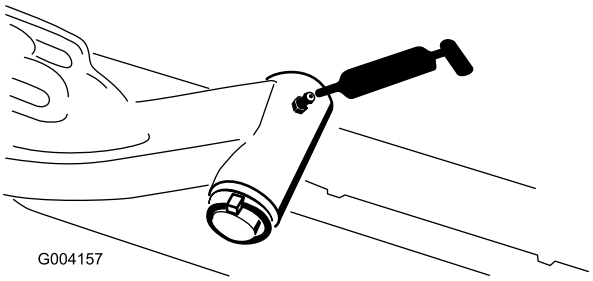

Figuur 48
- Draaias van hefarm (1) (Figuur 48)